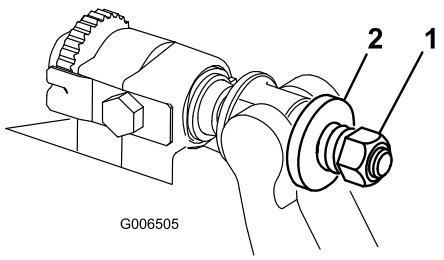

Figuur 28
3. Draai de veerspanningsmoer vast totdat de veer is ingedrukt; draai deze vervolgens een 1/2 slag terug (Figuur 28).